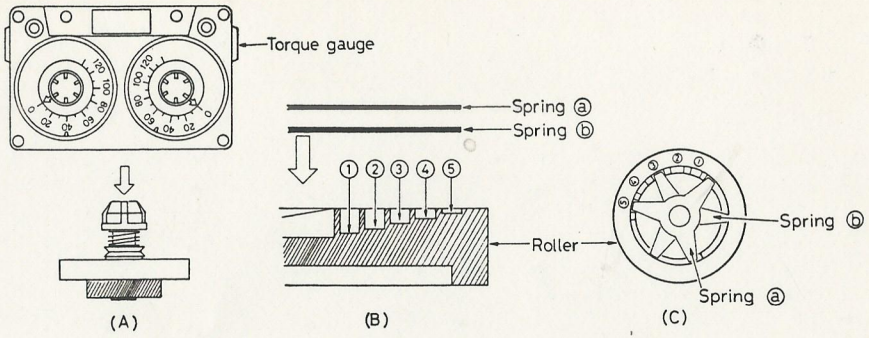

Fig. 2
Measure the take-up torque inserting the torque gauge into the slip mechanisms as illustrated in Fig. 2 (A) with the motor rotating.